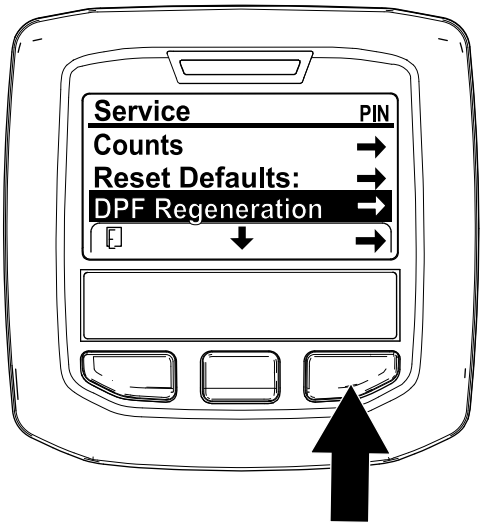

Figuur 40
1. Ga naar het onderhoudsmenu en druk op de middelste knop om naar de optie DPF REGENERATION te gaan (Figuur 40).
2. Druk op de rechterknop om de optie DPF Regeneration te selecteren (Figuur 40).